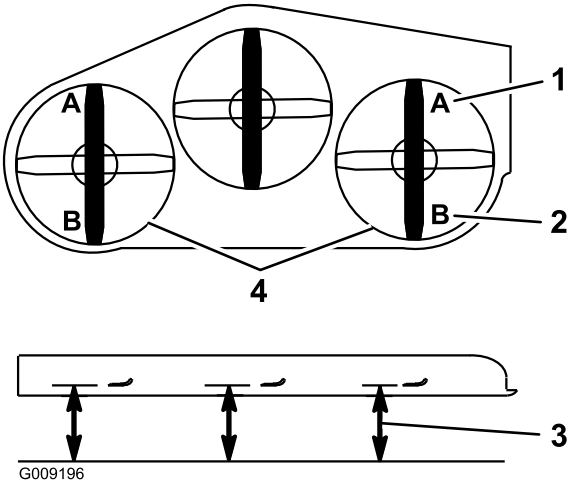

**Figur 86**
9. Mål fra den plane overflade til skæreknivens forreste spids på begge sider af skjoldet (position A). Afstanden skal være 7,6 cm (Figur 86).
15. Mål fra den plane overflade til skæreknivens bageste spids på begge sider af skjoldet (position B). Afstanden skal være 8,3 cm (Figur 86).